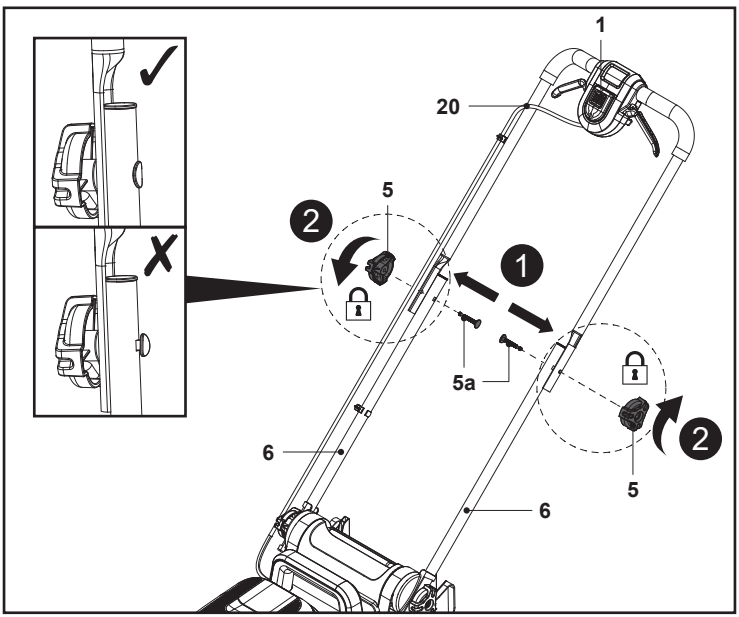

Fig. 3
1. Ține bara mânerului superior (4) cu comutatorul de siguranță (1) orientat în sus.
2. Aliniază găurile de montare ale barei mânerului superior (4) și ale barelor mânerului inferior (6).
3. Introdu șurubul de montare (5a) prin găurile de montare, până la capăt (fig. 3, pasul 1).
4. Fixează bara mânerului superior (4) cu bara mânerului inferior (6) rotind butonul de blocare (5) în sens orar pe filetul șurubului de montare (5a) pentru a strânge (fig. 3, pasul 2).
5. Cablul de control (20) trebuie să treacă pe partea superioară a barei mânerului superior (4) și a barei mânerului inferior (6).